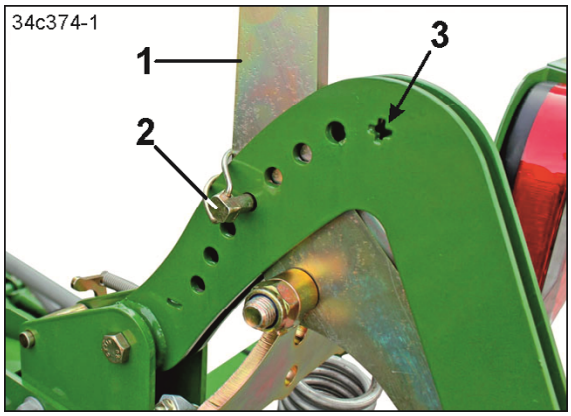

Fig. 143
4. Die Stellung des Hebels (Fig. 143/1) mit einem Rohrklappstecker (Fig. 143/2) sichern.
Der Rollenandruck ist am größten, wenn der Rohrklappstecker (Fig. 143/2) in der Bohrung neben dem Pluszeichen (Fig. 143/3) steckt.